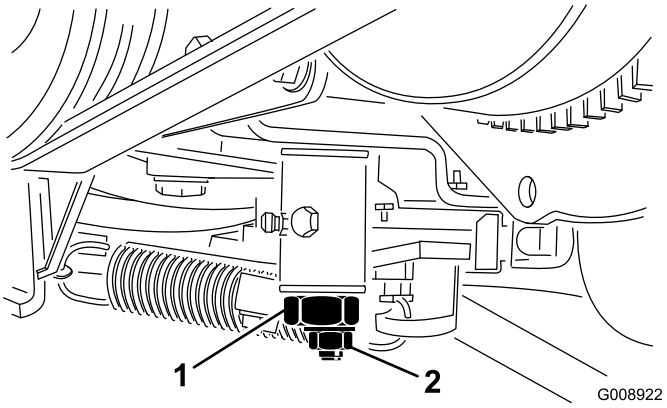

Figur 56
3. Lossa låsmuttern på hjuldrivningens justeringskam (Figur 56).